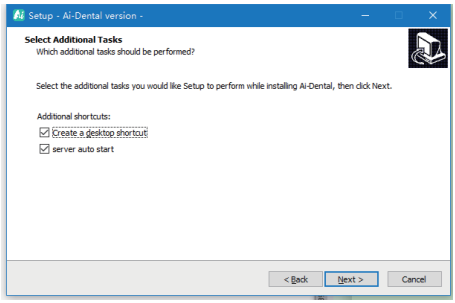

Figure 7
f) Set whether to create a desktop shortcut and server auto start, click the “Next” button after completion, as shown in Figure 7: